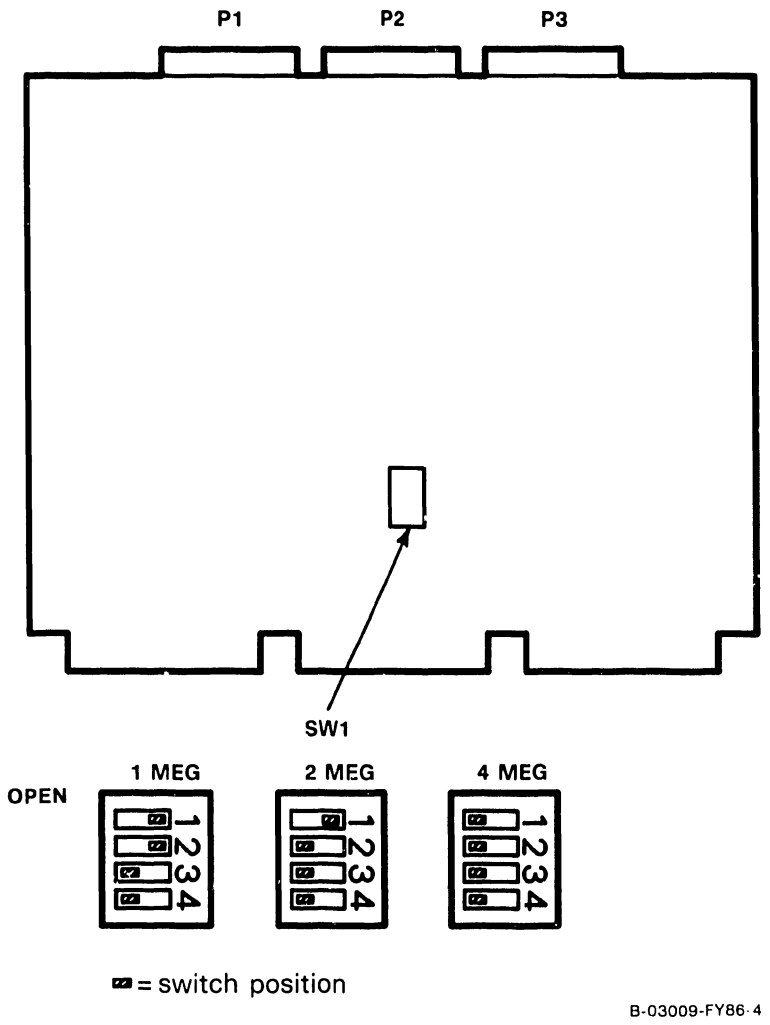
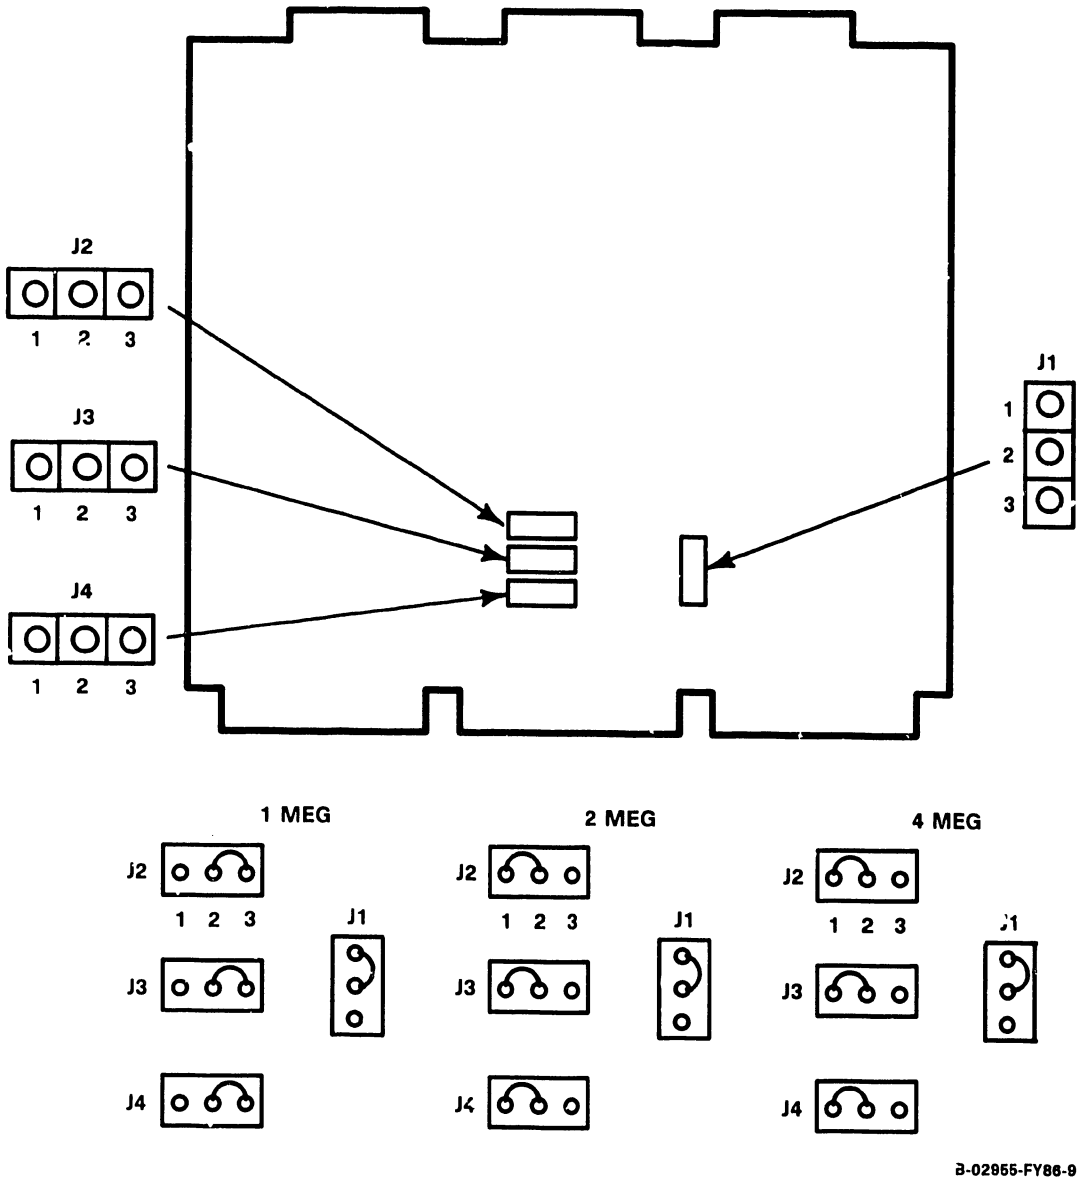

Figure 7-8. VS-6 Cache Memory Board (210-9599) Memory Size Switch Settings
Figure 7-9. VS-6 Memory Board Jumper Locations/Definitions
3) After checking memory size, memory switch settings (figure 7-8), and jumper positions (figure 7-9), install the new/upgraded memory board.